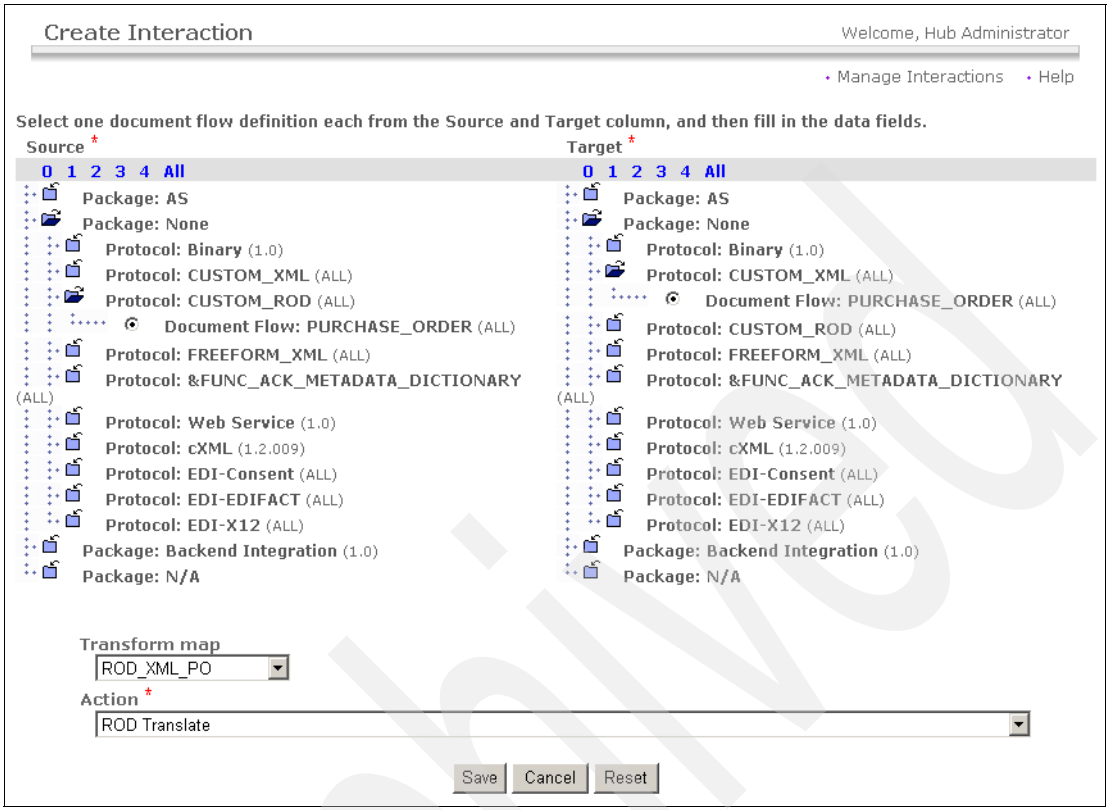

Figure 15-76 Creating an interaction
4. Create an interaction between source as None/CUSTOM_ROD/PURCHASE_ORDER and target as None/CUSTOM_XML/PURCHASE_ORDER, as shown in Figure 15-76 on page 532.